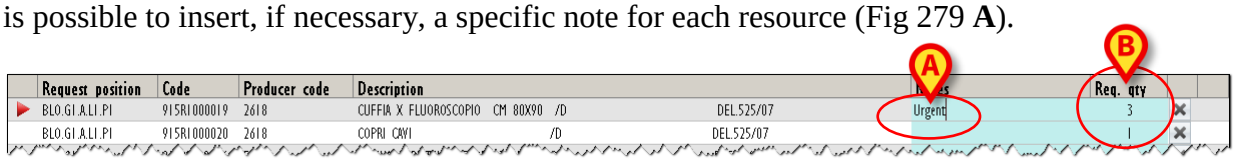

Fig 279
- Specify the quantity of each requested resource in the celle indicated in Fig 279 **B** (default quantity is 1).
It is possible to insert, if necessary, a specific note for each resource (Fig 279 **A**).